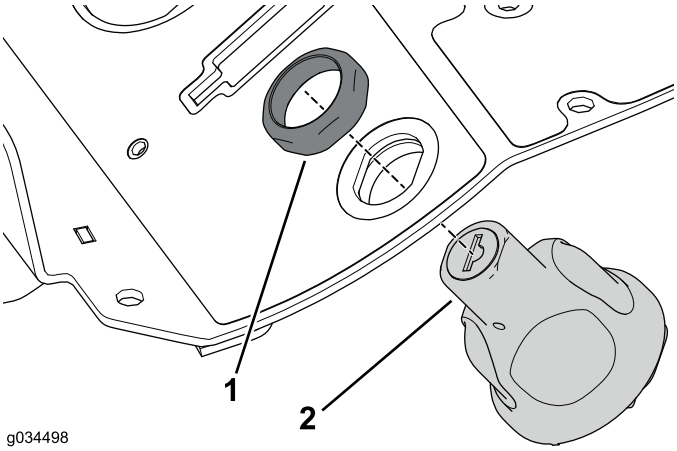

Figuur 29
4. Gebruik de bevestigingsmoer die u eerder verwijderd hebt om de contactschakelaar aan de bedieningseenheid te bevestigen (Figuur 29).